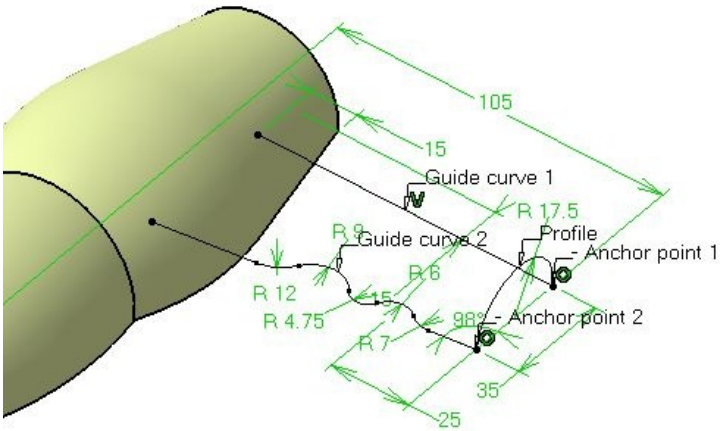

Figure 11-94 *Entities to be selected to create a sweep surface*
10. Select the required profile from the geometry area, refer to Figure 11-94; you are prompted to select a guide curve.
11. Select the sketch of a guide curve from the geometry area, refer to Figure 11-94; you are prompted to select the second guide curve.
12. Select the second guide curve from the geometry area, refer to Figure 11-94.
14. Select the first guide anchor point from the geometry area, refer to Figure 11-94; you are prompted to select the second guide anchor point.